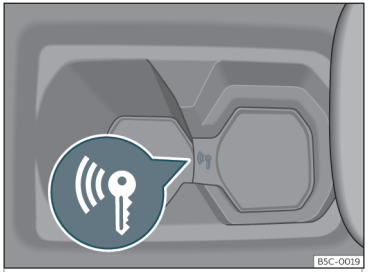

Fig. 143 Sulla console centrale: avviamento di emergenza.
- Subito dopo aver premuto il pulsante di avviamento, tenere la chiave nel portabevande della console centrale>>> **fig. 143**, il più vicino possibile al logo *Kessy*.